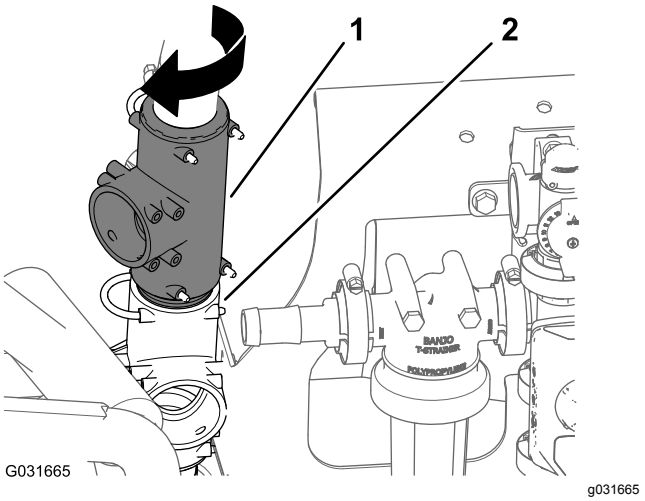

Figur 218
3. Roter det øvre T-stykket omtrent 45° med urviseren (Figur 218).